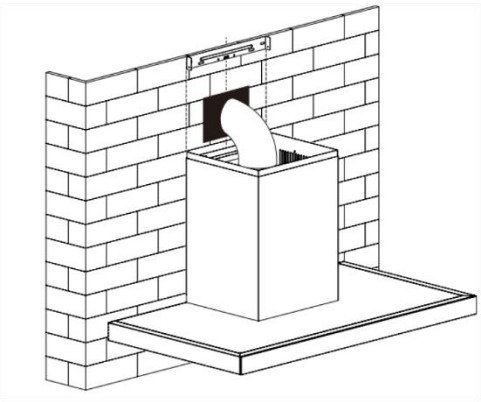

Abb. 9
7.Führen Sie das Erweiterungsrohr ins Freie, stecken Sie gleichzeitig das Netzkabel in die Steckdose, passen Sie den Innenschornstein an die Position der Innenschornsteinhalterung an und befestigen Sie ihn mit 2 Schrauben ST4*8mm. Siehe Abb. 9 und10.